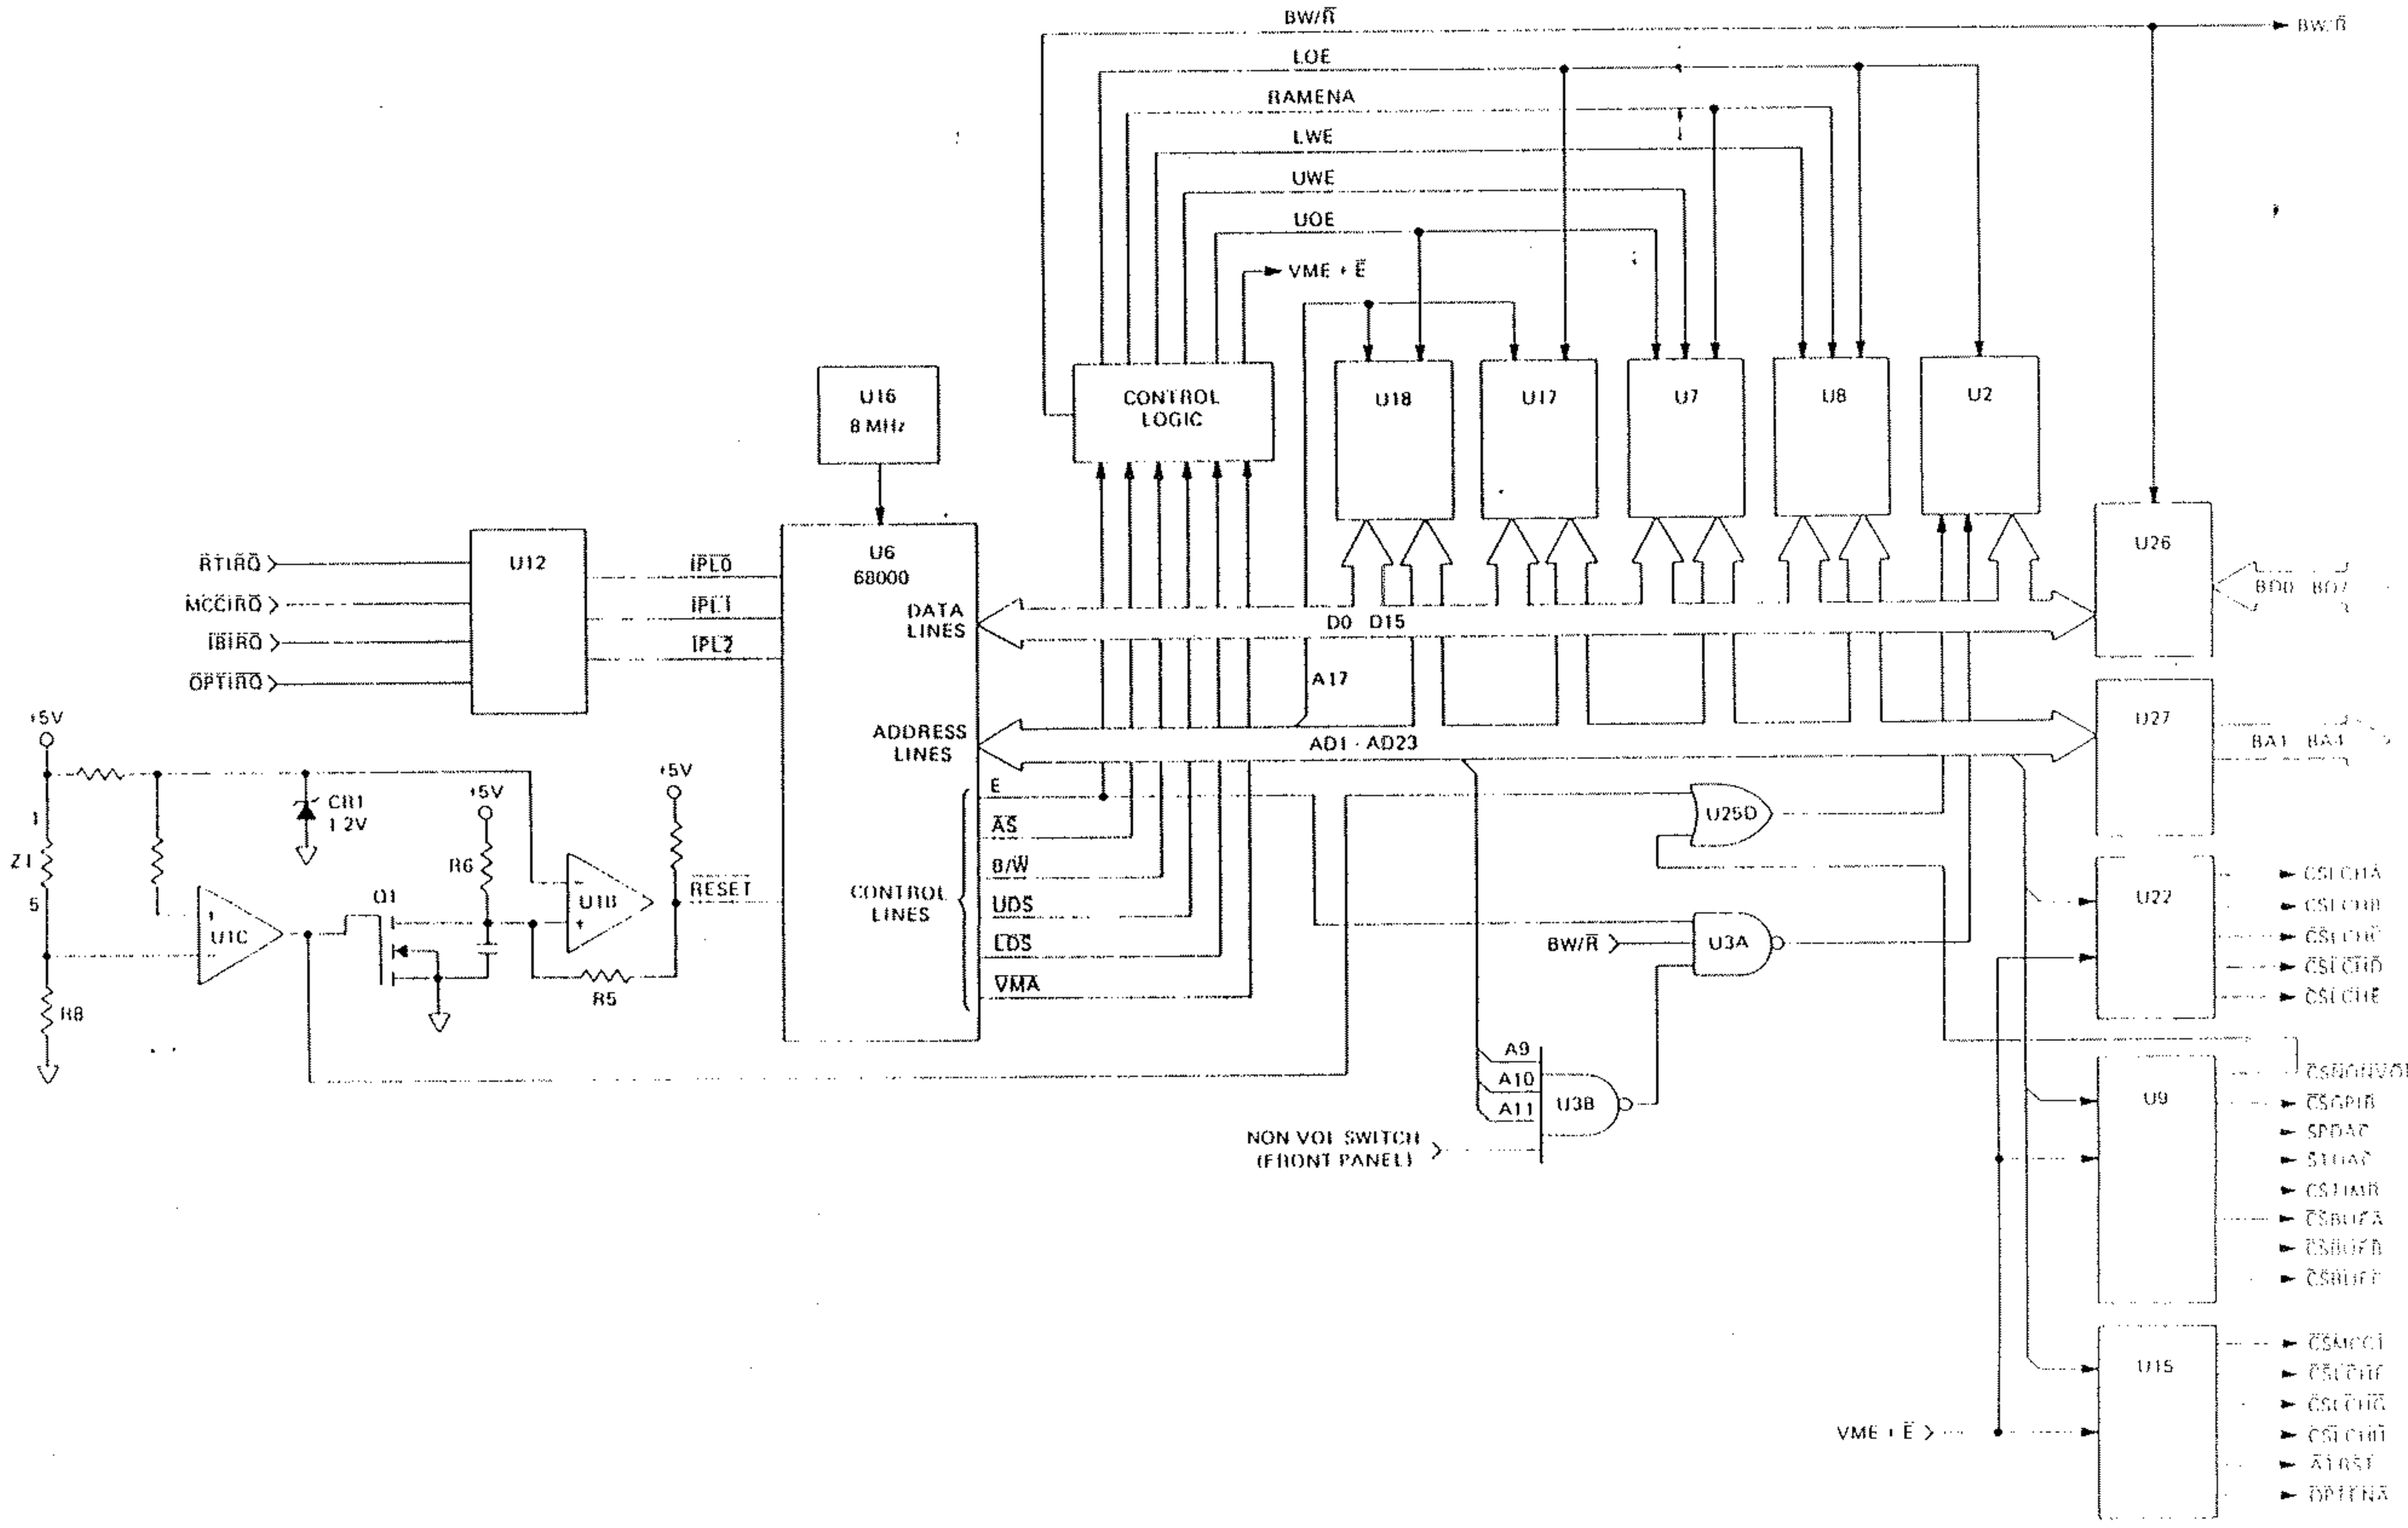

Figure 5.13 - Simplified Schematic for the Microprocessor Block
5.3.6.1.3 The microprocessor block contains eight major divisions. Refer to Figure 5.13. These divisions include the following: